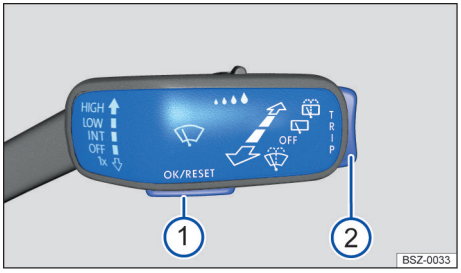

Fig. 14 À droite sur la colonne de direction : touches sur le levier d'essuie-glace (schéma de principe)
Véhicules sans volant multifonction : Tant qu'un message d'avertissement de priorité 1 est affiché, aucun menu ne peut être consulté. Vous pouvez valider et masquer certains messages d'avertissement en appuyant sur la touche OK/RESET → fig. 14 ①.
2. En cas d'affichage d'un message ou du pictogramme du véhicule, appuyez sur la touche OK/RESET → fig. 14 ①, plusieurs fois si nécessaire.
3. Pour afficher les menus → page 29 ou retourner à la sélection du menu à partir d'un menu ou d'un affichage d'informations, maintenez la commande à bascule TRIP→ fig. 14 ② enfoncée.
4. Pour parcourir les menus, appuyez sur le haut ou sur le bas de la commande à bascule TRIP → fig. 14 ②.
5. Pour accéder au menu affiché ou au message d'information, appuyez sur la touche OK/RESET → fig. 14 ① ou attendez jusqu'à ce que le menu ou le message d'information s'ouvre automatiquement après quelques secondes.
1. Dans le menu affiché, appuyez sur le haut ou le bas de la commande à bascule TRIP → fig. 14 ② jusqu'à ce que l'option de menu souhaitée soit sélectionnée.
2. Appuyez sur la touche OK/RESET → fig. 14 ① pour procéder aux modifications souhaitées.